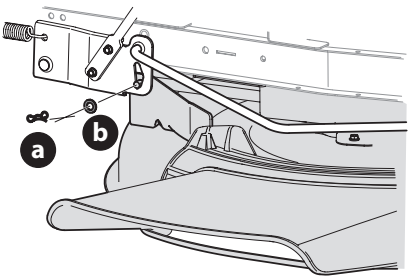

Figure 17
3. Enlevez la goupille papillon (a) et la rondelle plate (b) de l'ensemble de relevage du plateau de coupe et gardez-les pour les utiliser plus tard (Figure 17).